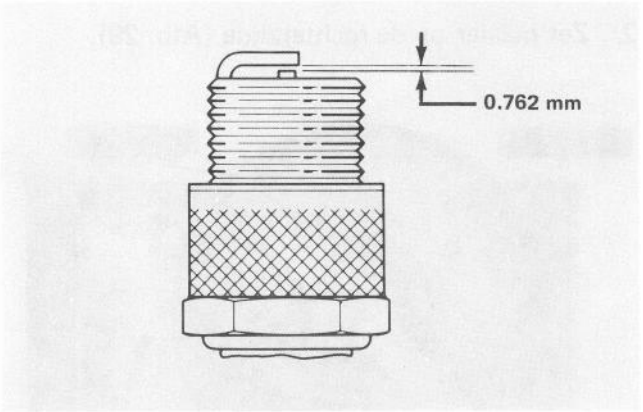

Afbeelding 27
2. Zet de luchtopening tussen de electroden op 0.76 mm. (Afb. 27). Bevestig bougie met pakkingzegel en draai de bougie tot 20.4 N·m. Als geen torsiesleutel wordt gebruikt, draai de bougie dan stevig aan.